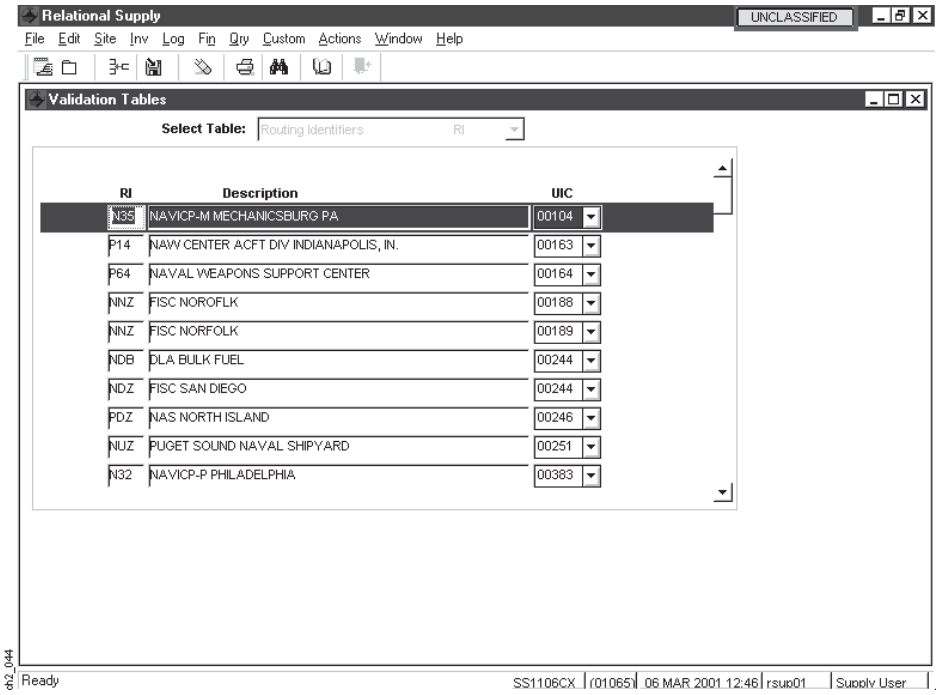

Figure 2-63
(1) **Step 1.** On the Other Activities Screen, select the Maintaining Routing Identifiers Option. The Validation Tables (Routing Identifiers) Screen below (Figure 2-63) will appear.